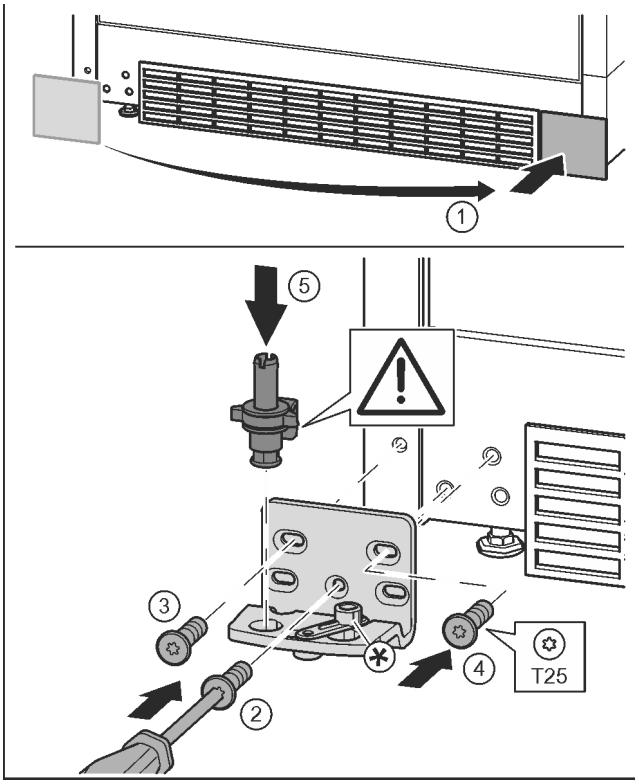

Fig. 17
▶ Retire la cubierta y colóquela en el otro lado. *Fig. 17 (1)*
▶ Coloque el soporte de cojinete en el otro lado y atorníllelo con la ayuda de un destornillador T25. Comience por el tornillo 2 en la parte inferior central. *Fig. 17 (2)*
▶ Atornille los tornillos 3 y 4. *Fig. 17 (3, 4)*
▶ Coloque el perno de cojinete completo. Preste atención a que el saliente de retención esté orientado hacia detrás. *Fig. 17 (5)*